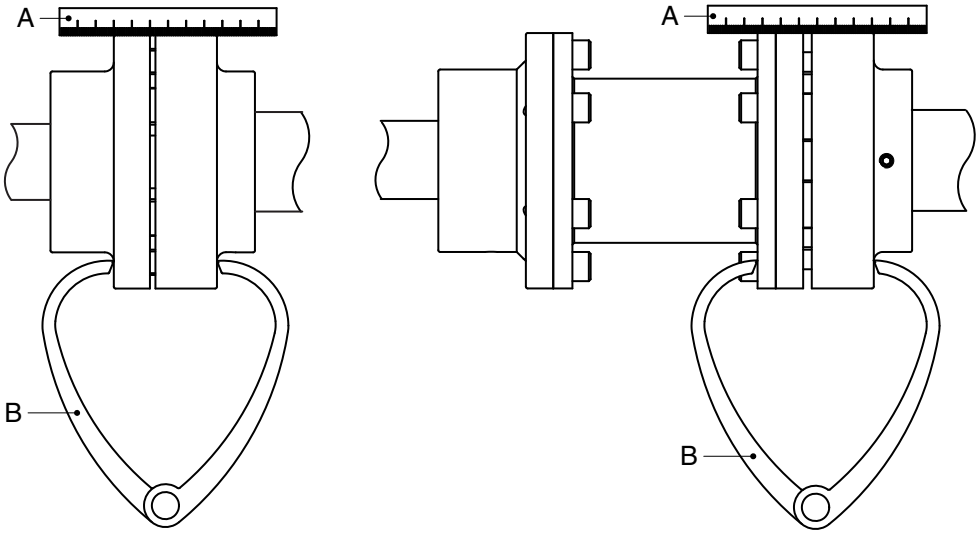

*Figuur 3: Uitlijnen van de koppeling met behulp van een liniaal en een krompasser.*
7 Schuif de bovenste koppelingshelft omlaag. Voor de juiste afstand tussen de koppelingshelften zie figuur 3 en de bijbehorende Tabel 3. Borg vervolgens de koppelingshelft op de motoras.
2 Plaats een liniaal (A) tegen de koppeling. De liniaal moet beide koppelinghelften over de hele breedte raken, zie figuur 3
4 Controleer de uitlijning nogmaals met behulp van een diktepasser (B) op 2 diametraal tegenover elkaar liggende punten op de zijkanten van de koppelingshelften, zie figuur 3.